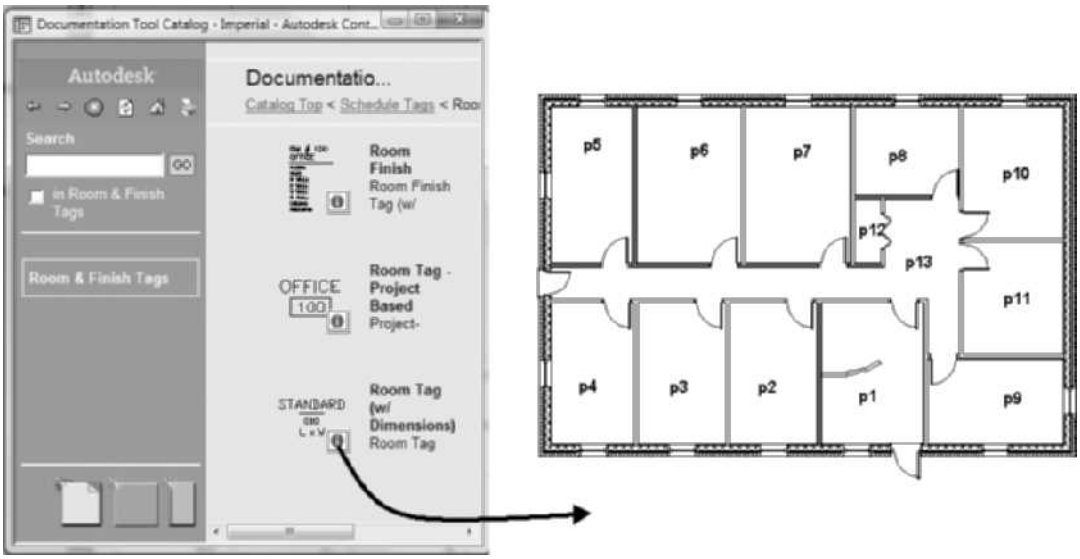

FIGURE 4.7 *Room geometry for spaces*
11. Move the cursor to point **p1** as shown in Figure 4.7. When the red polygon is displayed for the boundary, click to specify the boundary.
13. Verify the Properties palette as follows: Tag = **Aec8_Space_Tag [M_Aec8_Space_ Tag]**, Create type = **Generate,** Geometry type = **Extrusion.** Move the cursor to point **p2** as shown in Figure 4.7. When the red polygon is displayed for the boundary, click to specify the boundary. Continue to click inside the rooms at **p3, p4, p5, p6, p7, p8,** and **p9**.